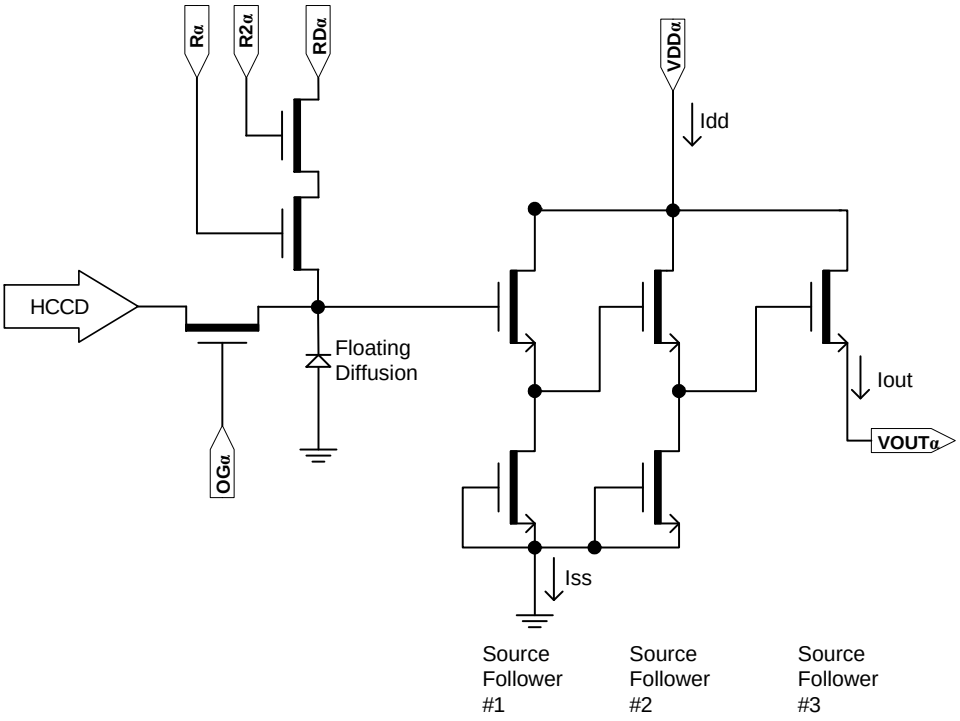

Figure 21. Output Amplifier − Showing Dual Reset Pins
2. The maximum DC current is for one output. Idd = Iout + Iss. See Figure 21.